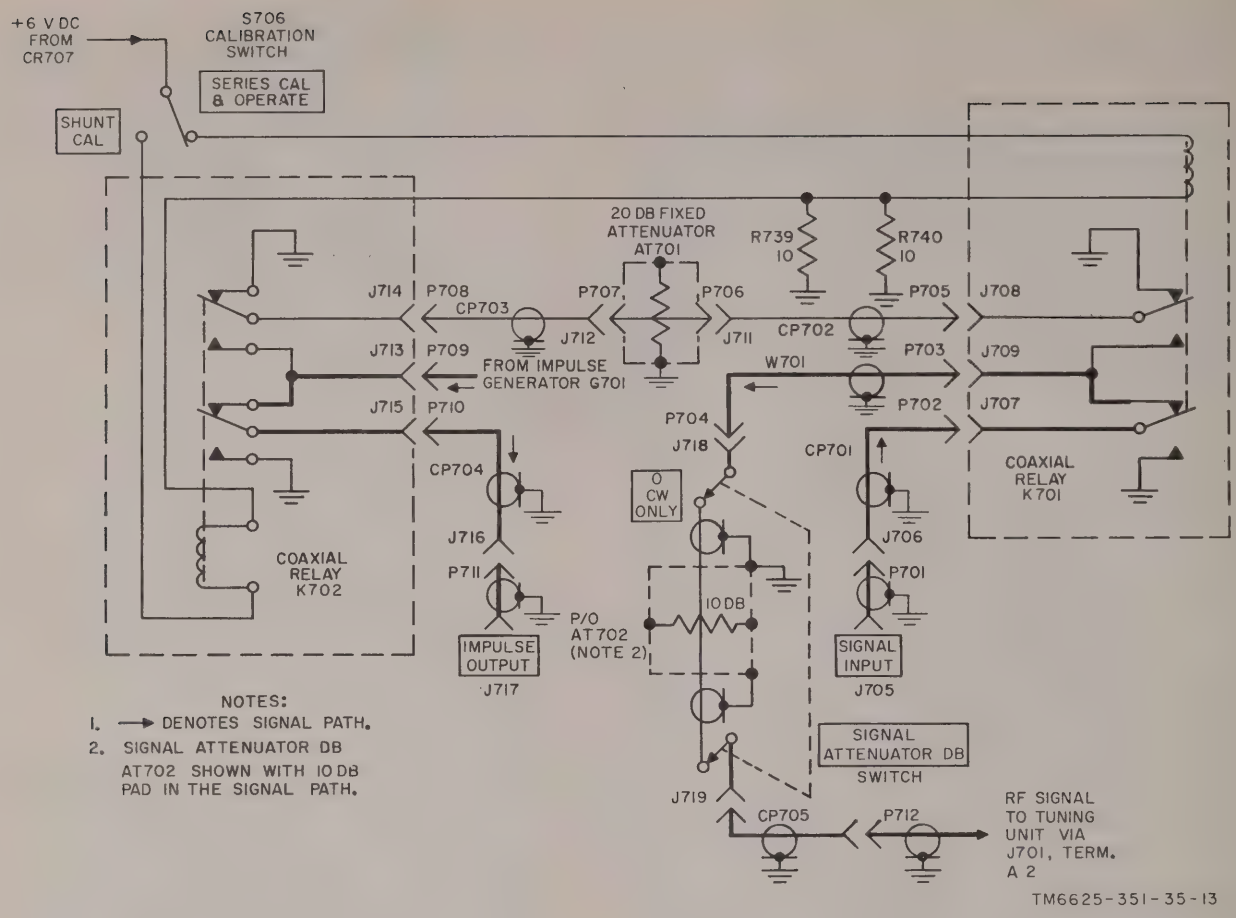

Figure 14. Coaxial relays and attenuators, simplified schematic diagram.
(2) With the contact at its normally closed (NC) position, the coaxial delay line is discharged to ground through resistor R737. The transient discharge of the dc voltage on the delay line produces a broadband signal whose frequency spectrum is flat, within one-half db, from 150 kc to 1,000 mc. This spectrum corresponds with the frequency coverage of the test set and creates a usable source of calibrating voltage which requires no tuning of circuit elements.
(3) The transient discharge of the coaxial delay line is dc-coupled through output connector P709 to input jack J713 on coaxial relay K702 (fig. 14).
24. Coaxial Relays and Attenuators (fig. 14)
Figure 14 shows that a network of coaxial relays and attenuators are connected to the rf signal input and to the impulse generator output signal paths. The direction of signal flow depends on the setting of calibration switch S706. The following subparagraphs analyze the circuit with S706 in the SERIES CAL & OPERATE position (*a* below); then with S706 in the SHUNT CAL position (*b* below).
(1) *Rf signal path.* The rf signal is applied to SIGNAL INPUT jack J705 and is conducted through adapter CP701 to input jack J707 on coaxial relay K701. Setting calibration switch S706 in the SERIES CAL & OPERATE position creates a path of continuity for the +6-volt output of the power supply through the coil of relay K701 and current-limiting resistors R739-R740 to chassis ground. With relay K701 energized, the movable arm on the lower set of contacts connects the incoming rf signal applied at jack J707 on relay K701 to jack J709. The movable arm on the upper set of contacts grounds the output end of a 20-db fixed attenuator AT701, effectively removing it from the circuit. The rf signal available at output jack J709 on the coaxial relay is applied through plug P703, cable assembly W701, and plug P704 to coaxial jack J718 on the input side of the turret-type rotary switch on signal attenuator AT702. When the SIGNAL ATTENUATOR db control is rotated to the 0 CW ONLY position (fig. 14), a 10-db resistive T-pad attenuator network of coaxial structure is inserted in the signal path. The attenuated rf signal, available at the output end of the coaxial structure, is picked up by the output side of the turret-type rotary switch and is coupled through coaxial jack J719 and right-angle adapter CP705. Mating plug P712 conducts the attenuated rf signal through a length of coaxial cable to terminal A2 of main unit multipin connector J701. The corresponding terminal A2 on the mating plug (at the rear of each tuning unit) couples the signal to the rf tuner section of the tuning unit in use.
(2) *Impulse generator signal path.* The output of impulse generator G701 is coupled through plug P709 and mating jack J713 on coaxial relay K702. The coil of relay K702 is deenergized when calibration switch S706 is set to the position shown in figure 14. Therefore, the movable arm on the lower set of contacts provides a path of continuity through adapter CP704 to front-panel IMPULSE OUTPUT jack J717. The movable arm on the upper set of contacts grounds the input end of 20-db fixed attenuator AT701, effectively removing it from the circuit. When the discone, loop, or vertical antenna is connected to the main unit, one of the pair of rf cables in Electrical Cable Assembly Set MX-3410/URM-85 mates with the output of the impulse generator at IMPULSE OUTPUT jack J717. Each of these three antennas, with the use of the series method of calibration (fig. 3), houses a self-contained 20-db attenuator.
(b) Figure 14 shows that the movable arm on the lower set of contacts of relay K702 (now energized) applies chassis ground potential through adapter CP704 to IMPULSE OUTPUT jack J717. This circuit condition insures that the